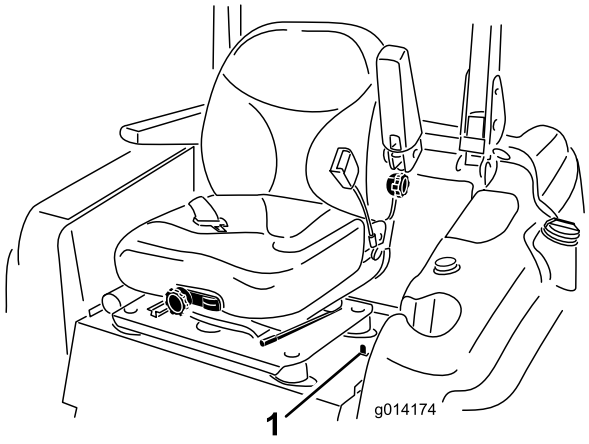

Figure 1
4. Déplacer le verrou du siège, situé sur le côté gauche du siège, vers l'arrière pour déverrouiller le siège et tirez le haut du siège en avant jusqu'à ce que le verrou s'enclenche sur le panneau de siège (Figure 1).